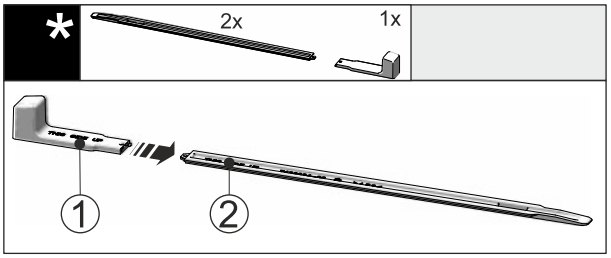

Fig. 49
▶ Pielieciet montāžas rokturi *Fig. 49 (1)* pie līmeņošanas sliedes *Fig. 49 (2)*.